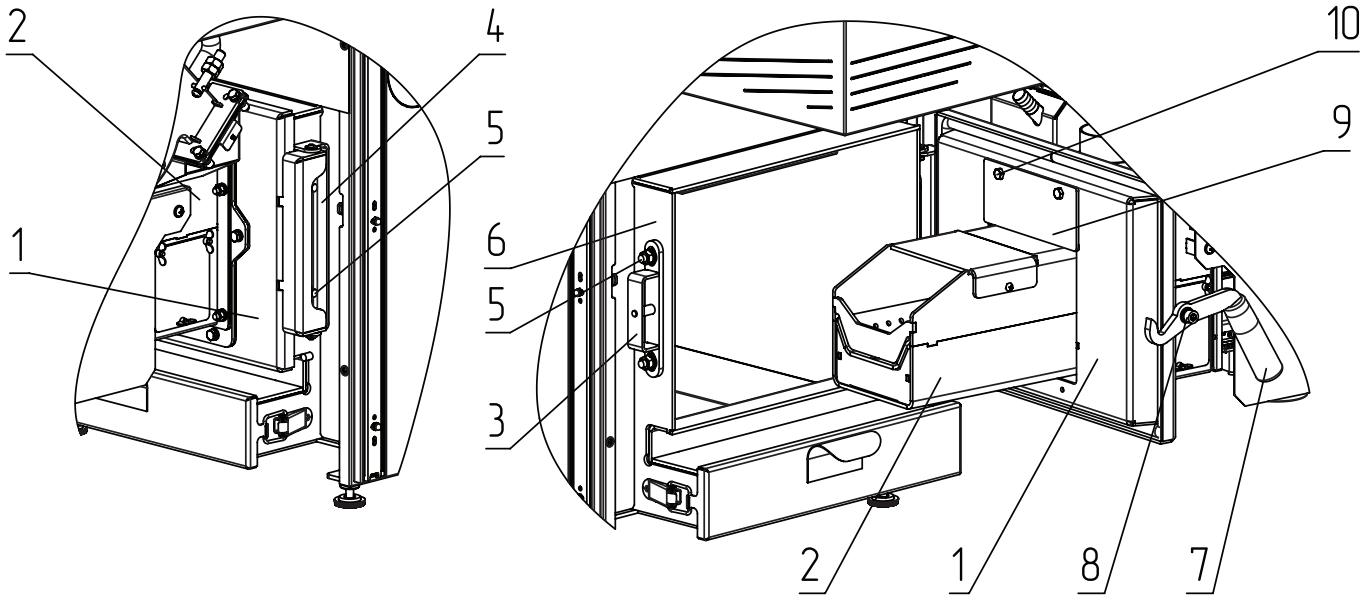

Рис.8 Изменение направления открытия двери котла
1. Открутить петлю двери (**Рис.8**, **поз.4**), экран горелки (**Рис.8**, **поз.9**);
2. Извлечь горелку, замок двери (**Рис.8**, **поз.3**);
3. Снять ручку двери (**Рис.8**, **поз.7**);
5. Установить на место петли двери (**Рис.8**, **поз.4**), замок двери (**Рис.8**, **поз.3**);
6. Установить экран (**Рис.8**, **поз.9**) с горелкой, который после изменения положения двери будет снизу горелки;
7. Установить ручку двери (**Рис.8**, **поз.7**) в соответствии с новым положением замка двери.